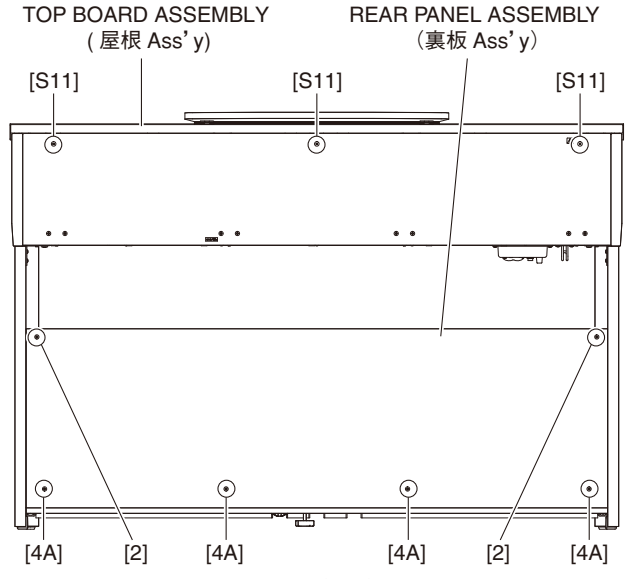

Fig. 2（図 2）
2-1. Remove the three (3) screws marked [S11]. (Fig. 2)
3-1. Remove the four (4) screws marked [4A] and the two (2) screws marked [2]. The rear panel assembly can then be removed. (Fig. 2)
2-1. [S11] のネジ 3 本を外します。（図 2）
3-1. [4A] のネジ 4 本と [2] のネジ 2 本を外し、裏板 Ass'y を外します。（図 2）